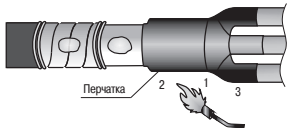

Рисунок 8
4.20 Сблизить жилы кабеля. Надеть перчатку с усилием до упора в изолированный «корешок» разделки кабеля. Усадить перчатку, начиная от основания пальцев перчатки, вкруговую, затем в направлении оболочки кабеля. В последнюю очередь усадить пальцы перчатки на жилы кабеля. После усадки перчатка должна плотно облегать оболочку и трубки на жилах кабеля, а по торцам основания перчатки и пальцев должен быть виден выступивший расплавленный клей (рисунок 8).